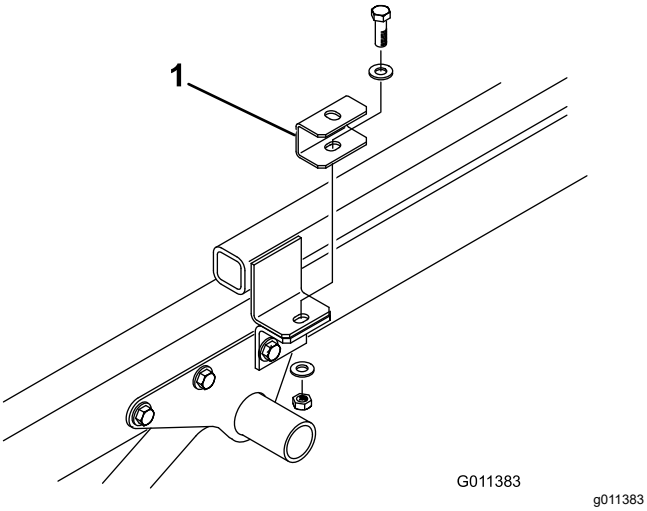

Figuur 7
4. Bevestig een tussenring bovenaan de lippen van het trekhaakframe; gebruik de inbusbout, 2 platte ringen en borgmoer die u eerder verwijderd hebt (Figuur 7).
6. Plaats de machine op het frame van het Workman voertuig. Let erop dat de openingen in de achterste montagebeugels op een lijn staan met de openingen in de zijkanten van het frame (Figuur 7).